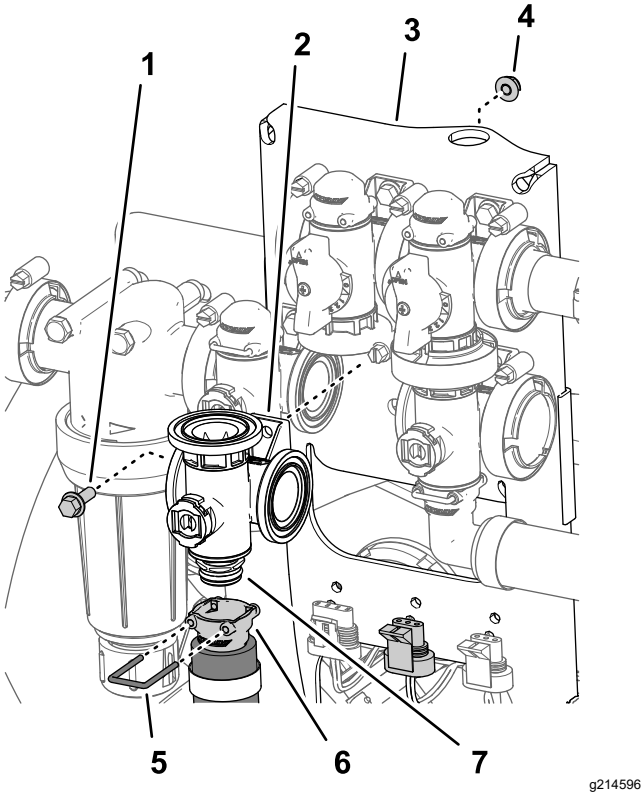

Figure 118
2. Remove the retainer that secure the quick-disconnect socket to the manifold quick-disconnect coupling for the agitation valve (Figure 118).
3. Remove the flange-head bolt (1/4 x 3/4 inch) and flange locknut (1/4 inch) that secure the agitation valve to the valve mount and remove the valve manifold from the machine (Figure 118).